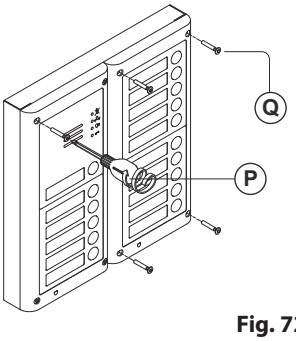

Fig. 72
9. When the system has been tested and is working correctly, move back the module support frames carefully, fix them to the surface box using the screwdriver provided Ⓟ (torx end) and the pin machine torx screws Ⓠ **(Fig.72). Note: do not over tighten the screws more than is necessary.**